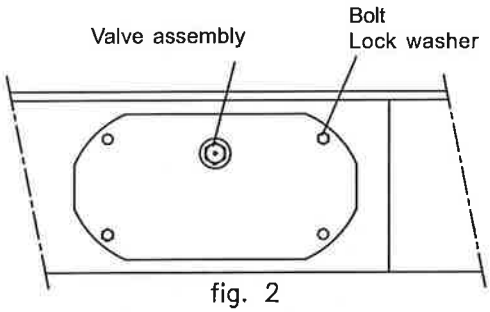

fig. 2
9.6. Position the cover on the track side (Fig. 2) and fasten it using bolts and lock washers. .
9.8. Position the valve on the cover assembly (Fig. 2).
10.11. Position the idler wheel over the support face on the track (Fig. 2).
10.13. Manually insert the assembly with the spring (1) plus the shim in the idler wheel assembly (Fig. 2).
10.14. Settle the idler wheel with the support and spring assembly (1) plus the shim over the supporting face of the idler wheel on the track (Fig. 2).